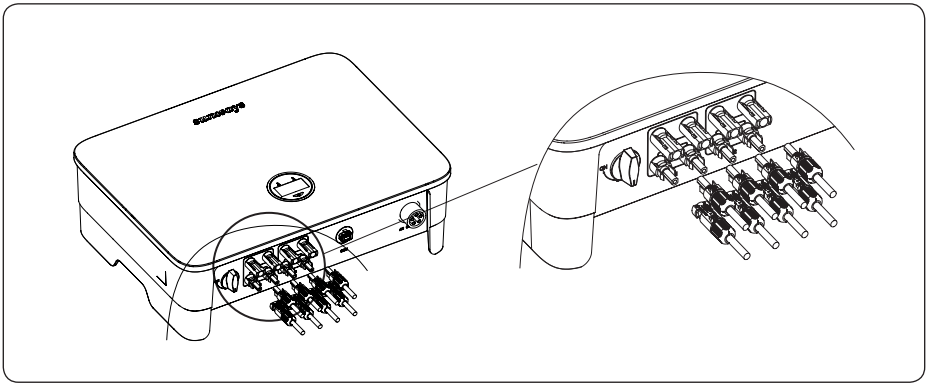

图 4-12
7) 将正、负连接器插入逆变器对应的直流输入端子，当听到“咔哒”声代表组装到位，如图 4-12 所示: